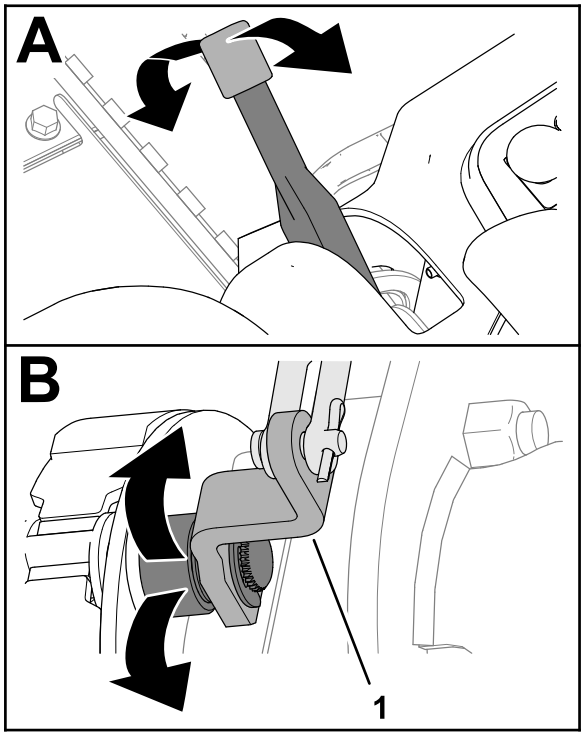

Figuur 69
2. Beweeg de parkeerremhendel naar boven en naar beneden om te controleren of de hendel voor de remnokhendel vrij beweegt (Figuur 69).